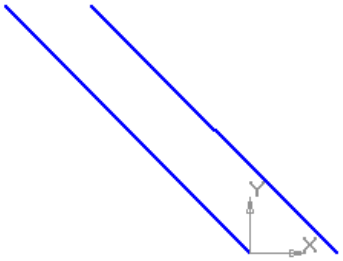

Рис. 8.10. Построение параллельных отрезков с помощью операции копирования.
7) прервите выполнение команды (рис. 8.10).